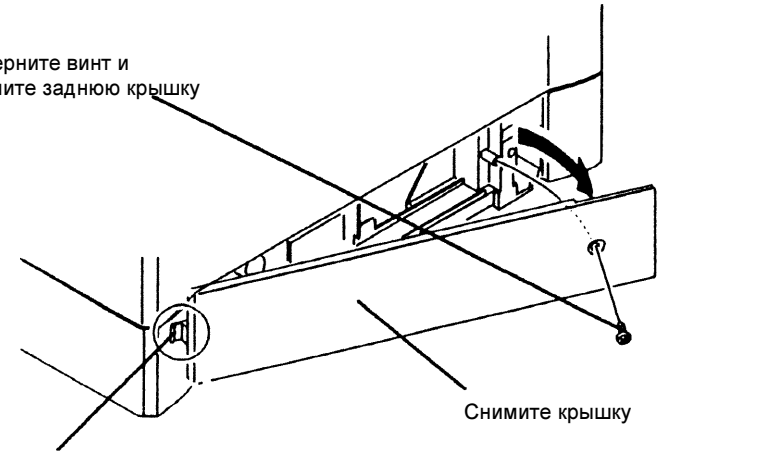

Рисунок 1 Снятие задней крышки
1. (Рисунок 1): Снимите заднюю крышку